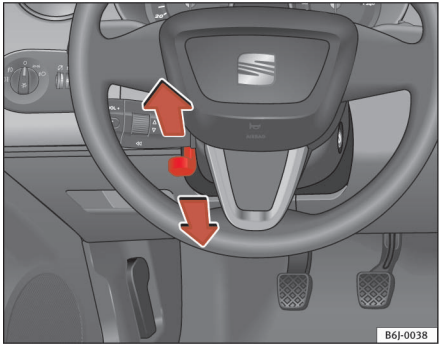

Fig. 99 Indstilling af rathøjde
– Drej armen ⇒ fig. 99 under ratstammen nedad ⇒ ⚠.
– Indstil rattet, så du får den ønskede indstilling ⇒ fig. 99.
- **Indstil førersædet eller rattet, så afstanden mellem rattet og din brystkasse er mindst 25 cm ⇒ fig. 99. Hvis du ikke overholder minimumsafstanden, kan airbagsystemet ikke beskytte dig – livsfare!**